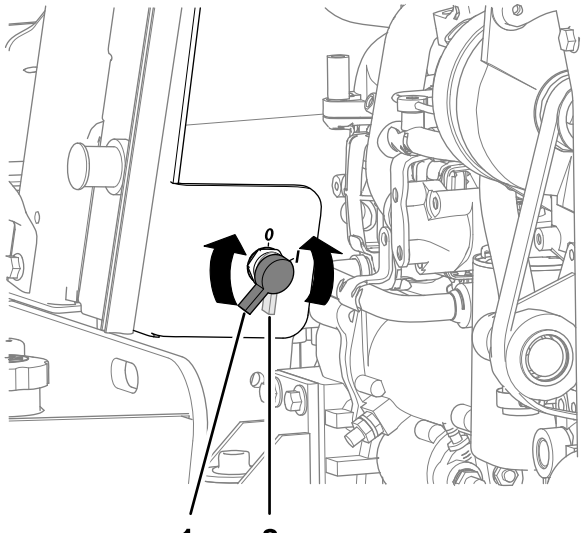

Bild 79
2. Schließen Sie das Pluskabel des Batterieladegeräts an den Pluspol der Batterie an (Bild 79).
2. Drehen Sie den Schalter zum Abschalten der Batterie nach links in die Aus-Stellung (Bild 79).
8. Drehen Sie den Schalter zum Abschalten der Batterie nach rechts in die Ein-Stellung (Bild 79).